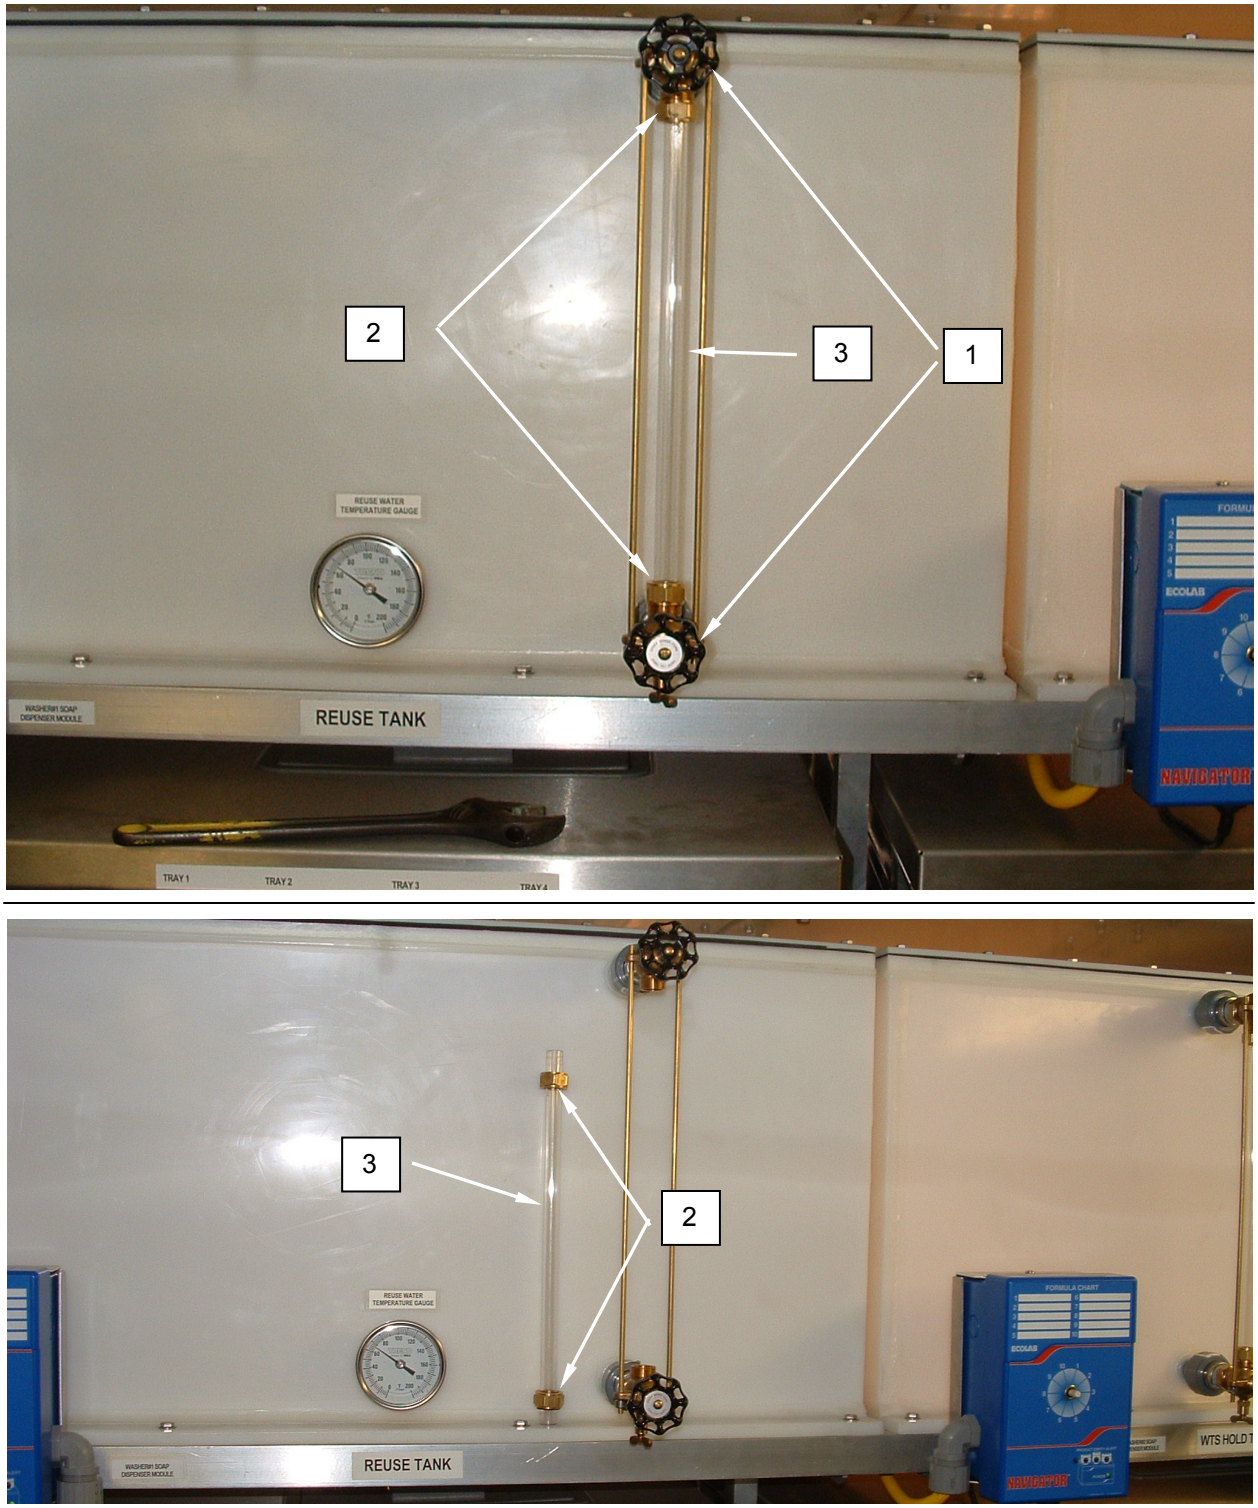

Figure 3. Replace the Water Reuse Holding Tank Sight Glass.
1. Close valves **(Figure 3, Item 1)** on sight glass assembly.
3. Loosen sight glass nuts **(Figure 3, Item 2)**.
4. Remove sight glass **(Figure 3, Item 3)**.
5. Remove nuts **(Figure 3, Item 2)** and gaskets from sight glass **(Figure 3, Item 3)**.
7. Install gaskets and nuts **(Figure 3, Item 2)** on replacement sight glass **(Figure 3, Item 3)**.
8. Install replacement sight glass **(Figure 3, Item 3)** and retain in place with nuts **(Figure 3, Item 2)**. Do not overtighten.
9. Open valves **(Figure 3, Item 1)** and monitor for normal operation.